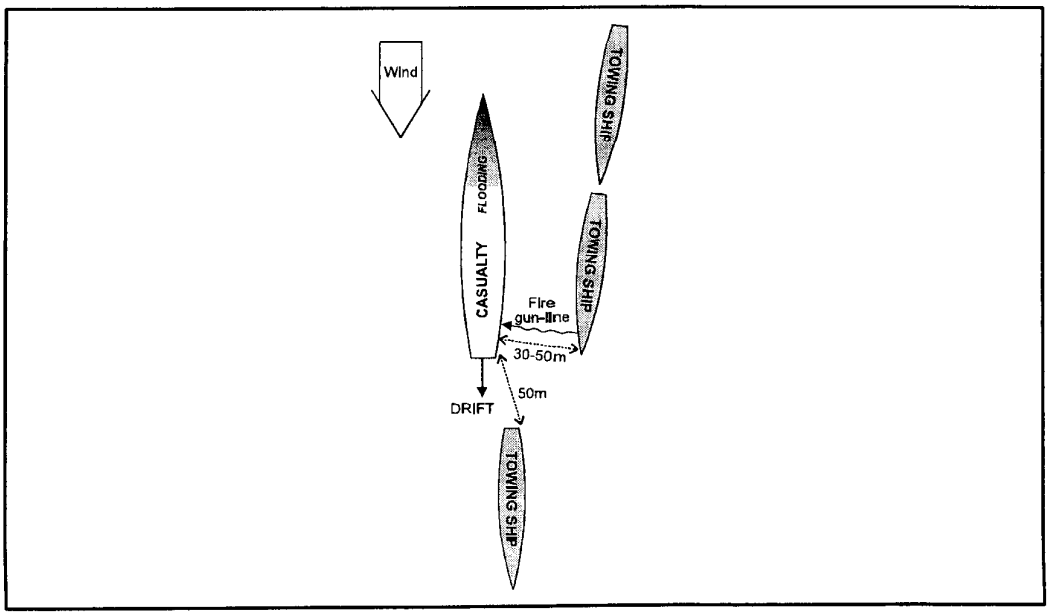

Fig 5-13. Downwind Approach to Casualty lying Head to Wind (Tow Stern First)
- The approach should be made on a slightly converging approach track downwind that is nearly parallel to the **reciprocal** of the *Casualty's* heading, **as it is intended to *Tow* it stern first** (see Fig 5-13). If there is a slight windward side then, if possible, the approach should be made from that side. The track should aim to pass 30-50 metres abeam of the *Casualty*'s **stern.**